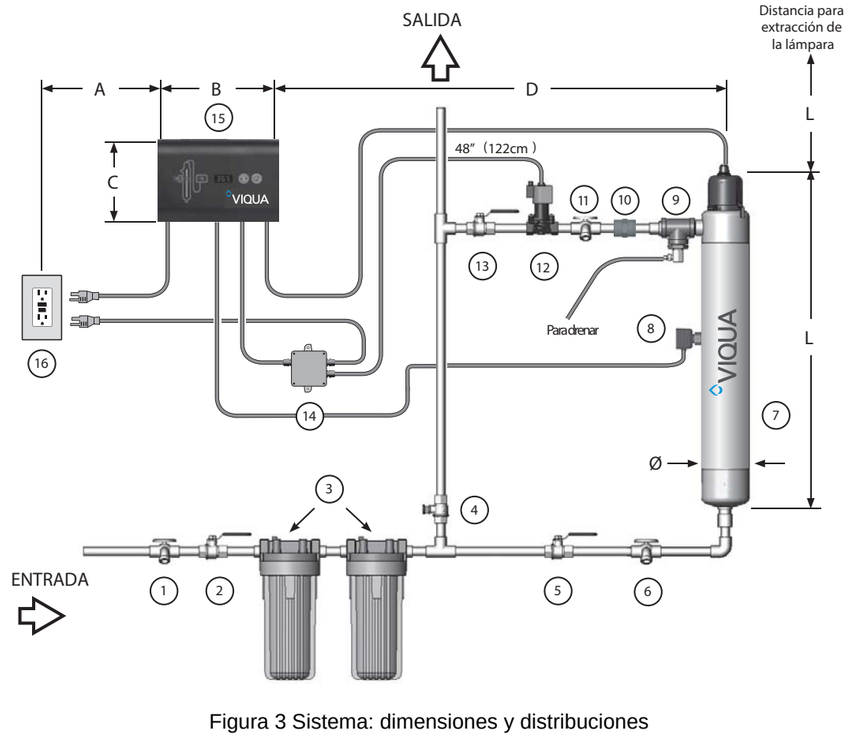

Figura 3 Sistema: dimensiones y distribuciones
- Determinar la ubicación interior adecuada del controlador y la cámara. Consulte Figura 3.
- Realice todas las conexiones de fontanería necesarias. Consulte Figura 3.